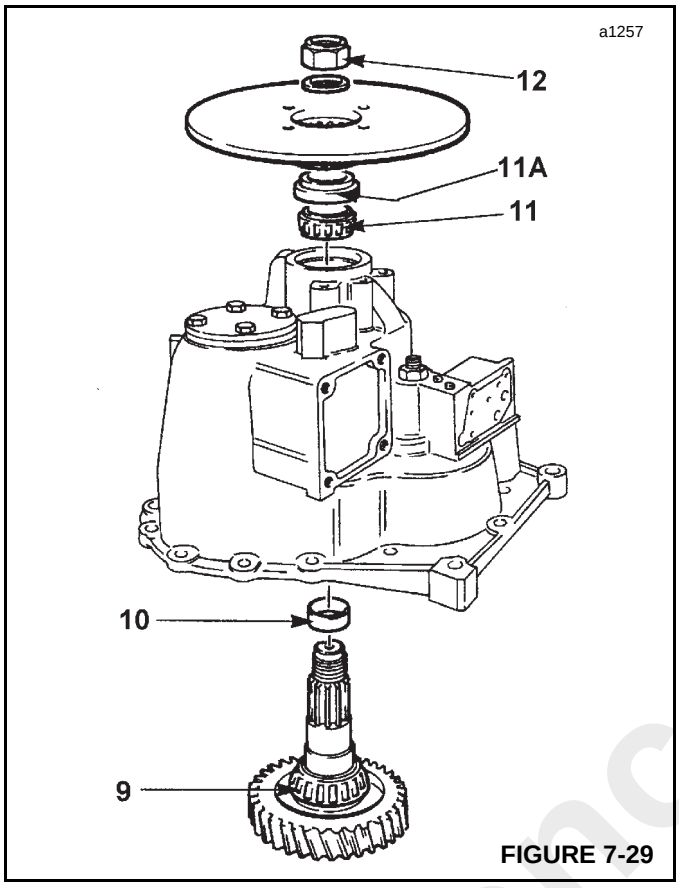

FIGURE 7-29
9. Liberally, coat output shaft inner bearing (9, Figure 7-29) with grease before installing.
10. Install a new collapsible spacer (10) over the output shaft, assembly into output end casing.
11. After coating with grease, install outer bearing (11) followed by a new oil seal (11A). Assemble the brake disc using locating marks made during disassembly. Install new retaining nut (12).